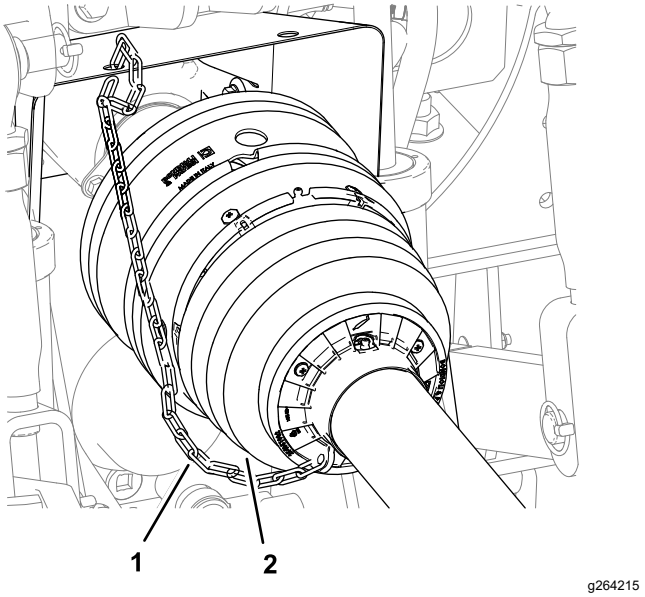

Figur 32
6. Fäst spärrkedjan på en fast del på släpfordonet (Figur 32).